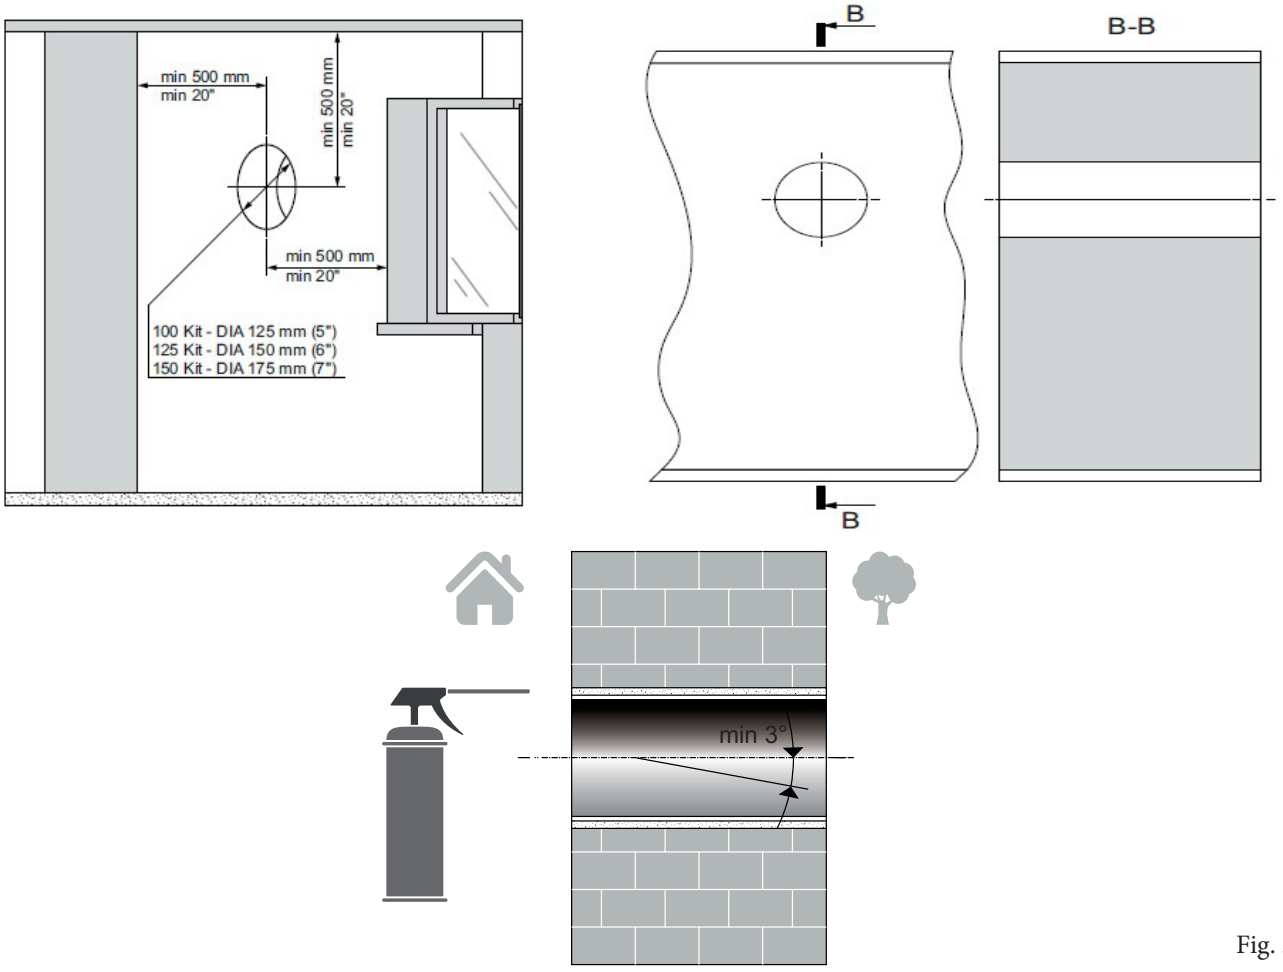

Fig. 3
2. Insert the air duct in the hole and fix it with a mounting foam, Fig. 3.